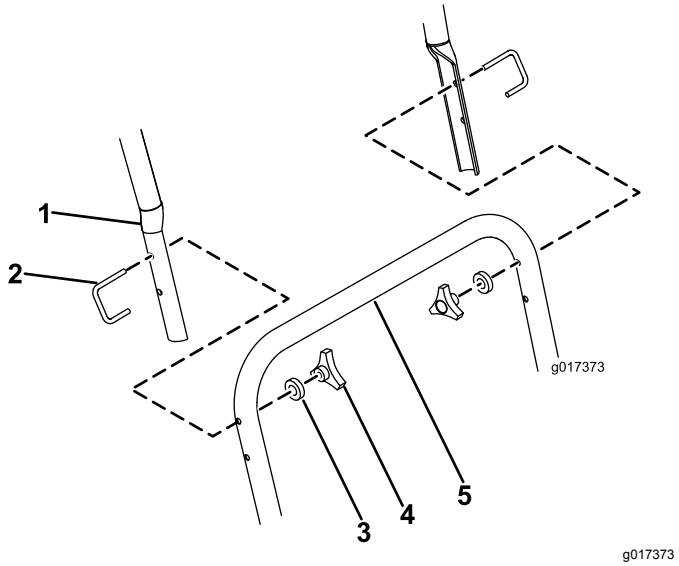

Figur 4
5. Forbind det øverste håndtag til det nederste håndtag ved at fastgøre hver side med en bøjleskrue, en M6-spændeskive og et håndhjul (Figur 4).